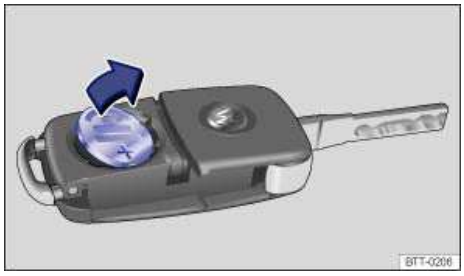

**Fig. 23** Remote control vehicle key: Remove old battery.
- Use a thin object to pry the battery out of the battery compartment ⇒ fig. 23.